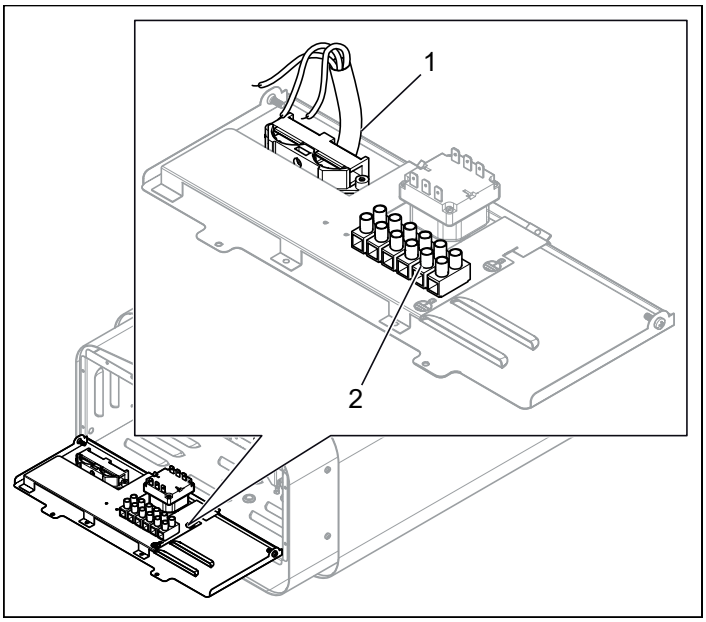

Abb. 11: Stromanschluss
3. Verbinden Sie das Elektrokabel (1) mit der Klemme (2) (siehe Abbildung 11), wie im Schaltplan gezeigt (siehe Anschlussdiagramm/Schaltplan auf Seite 30).
2. Verbinden Sie das Elektrokabel (1) mit der Klemme (2) (siehe Abbildung 11), wie im Schaltplan gezeigt (siehe Anschlussdiagramm/Schaltplan auf Seite 30).